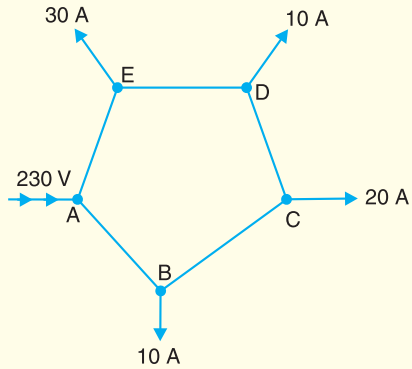

Fig. 13.46
2. A d.c. 2-wire ring main *ABCDEA* is fed from 230 V supply as shown in Fig. 13.46. The resistance of each section (go and return) *AB*, *BC*, *CD*, *DE* and *EA* is 0·1 W. The loads are tapped off as shown. Find the voltage at each load point.